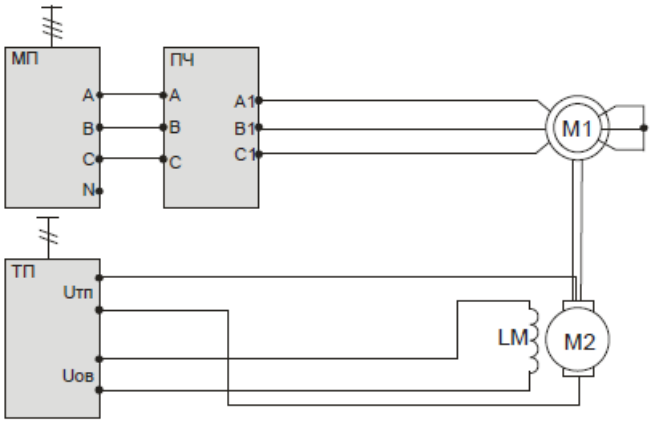

Рисунок 4.5- Схема исследования электропривода ПЧ-АД
4.2.1 Собрать схему исследования электропривода (рисунок 4.5).